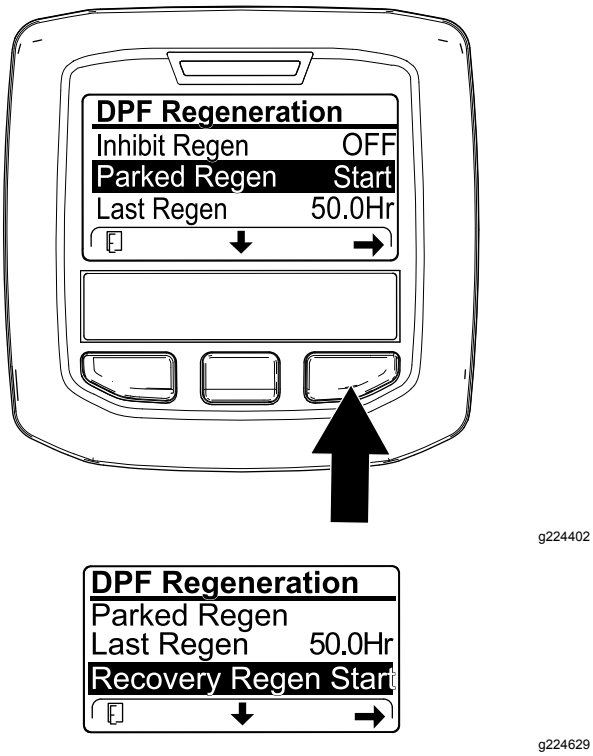

**Figur 56**
1. Gå till menyn för DPF-regenerering, tryck på mittknappen för att bläddra till antingen alternativet PARKED REGEN START eller RECOVERY REGEN START (Figur 56) och tryck på högerknappen för att starta regenereringen (Figur 56).